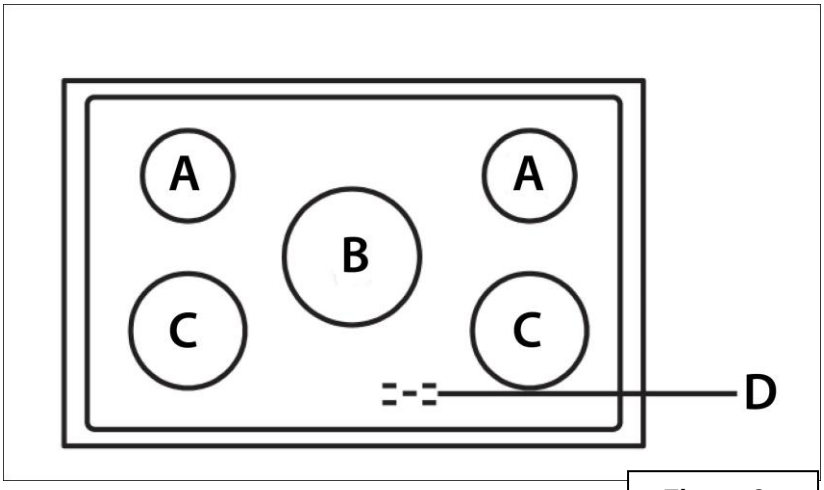

Figure 9
- Les grandeurs de casseroles indiqués dans le tableau ci-dessous sont adaptées pour votre plaque électrique. Les marmites unies et les casseroles avec des fonds plats sont recommandés pour une cuisson efficace. (Voir la figure 9)